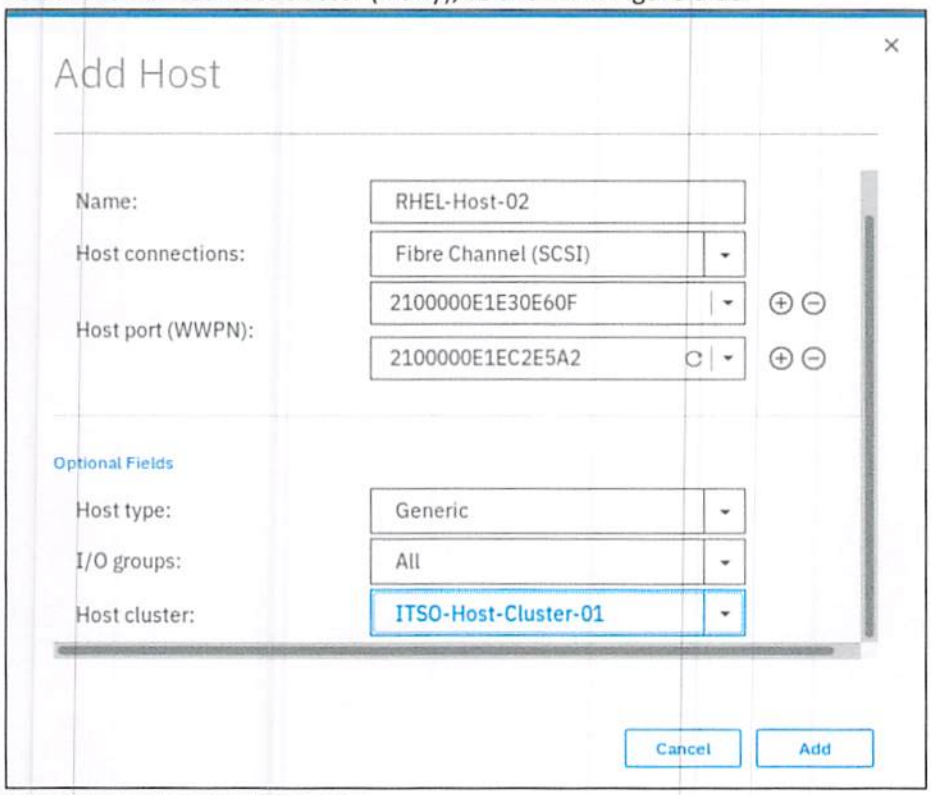

Figure 3.10 Selecting Host cluster
7. Select the wanted host cluster (if any), as shown in Figure 3.10.